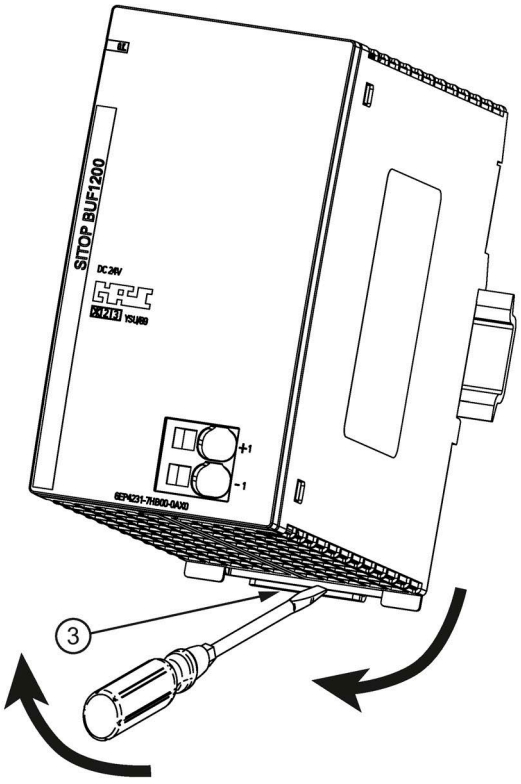

Figure 3-4 Mounting/removal
To remove, pull up the slider ③ using a screwdriver (see Figure 3-4 Mounting/removal (Page 49)) and disengage the device at the bottom edge of the standard mounting rail. Then you can remove the device from the upper edge of the standard mounting rail.